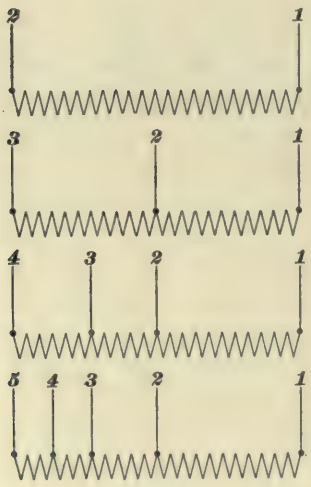

FIG. 1.
**2. Uses of Controllers.**—Any of the G. E. controllers may be used to control one motor or two or more motors connected permanently in series or in multiple; but the type K is not recommended for such work, because, where straight rheostatic control is used, several resistance notches are required in order that the car may start smoothly, and the type K can operate only a two-part resistance. By a two-part resistance is meant a resistance coil that is divided into two sections—one section is cut out on the second notch and the remaining section on the third notch. Fig. 1 shows a one, two, three, and four part resistance coil. Some of the controllers are intended to be used on motors that employ shunts and some are not; those designed for use with a shunt have two more fingers than they would have were no shunt used. A controller designed for use with a shunt can be used on motors that employ no shunt, but controllers that have no shunt fingers cannot be safely used with motors requiring a shunt. In the second case, no shunt can be used, unless it is cut in permanently, because there are no fingers to cut it in, and if the shunt is not used, the motors run all the time on full field, which may be more than the fields can stand, since they